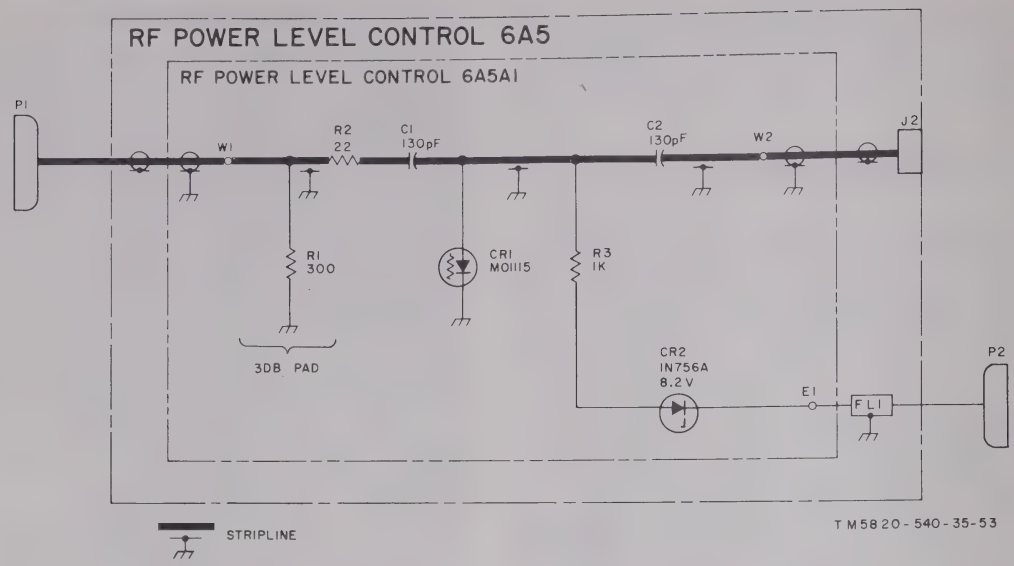

Figure 2-31. Rf power level control 6A5, schematic diagram.
b. Detailed Circuit Analysis (fig. 2-31). The incoming signal at 6A5P1 at a power level of +29 dbm ±2 db (600 to 1400 mw approximately) is fed through a 3-db resistive attenuator, R1 and R2, to the controlling element, PIN diode CR1. C1 is a dc block to permit the application of dc bias to CR1. C2 is the dc block in the output path. The cathode voltage to the output tube is applied through 6A5P2 and 6A5FL1 to Zener diode CR2 (8.2v). This voltage increases with the level of rf signal applied to the driver stage of 6AR1. When the cathode voltage exceeds 8.2 volts, zener diode CR2 will fire and apply a forward bias to PIN diode CR1. CR1 will then conduct part of the rf signal to ground. This action establishes a feedback control, attenuating the rf signal in the correct proportion to insure that the output stage of 6AR1 is not overdriven. The output rf signal level, controlled within the range of 200 to 300 mw, is fed through 6A5J2 to the driver stage of radio frequency amplifier 6AR1.